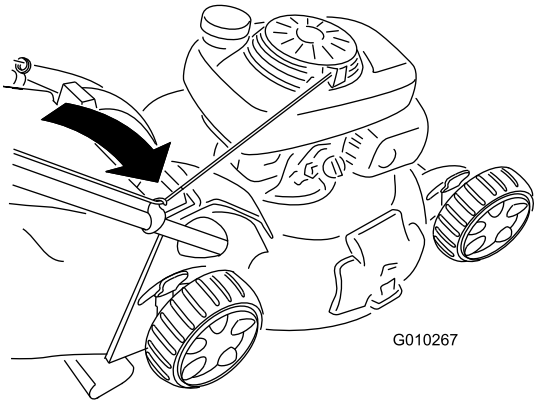

Figur 28
2. För in startsnöret längs den nedre styrningen (Figur 28).